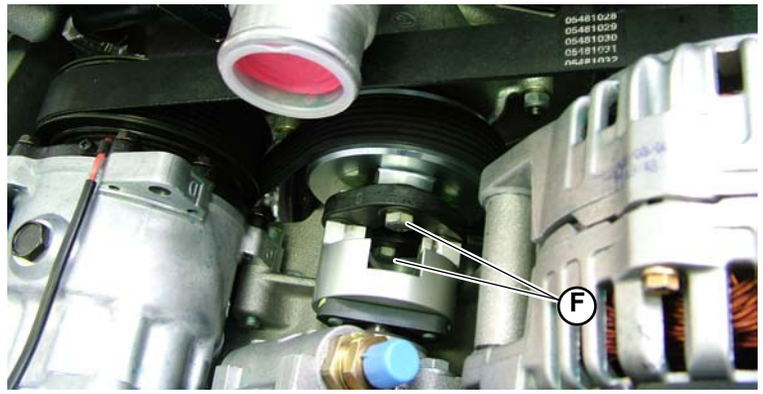

Fig.4
5. Tighten the 2 screws (**F-Fig.4**) that connect the water pump and the power steering pump.